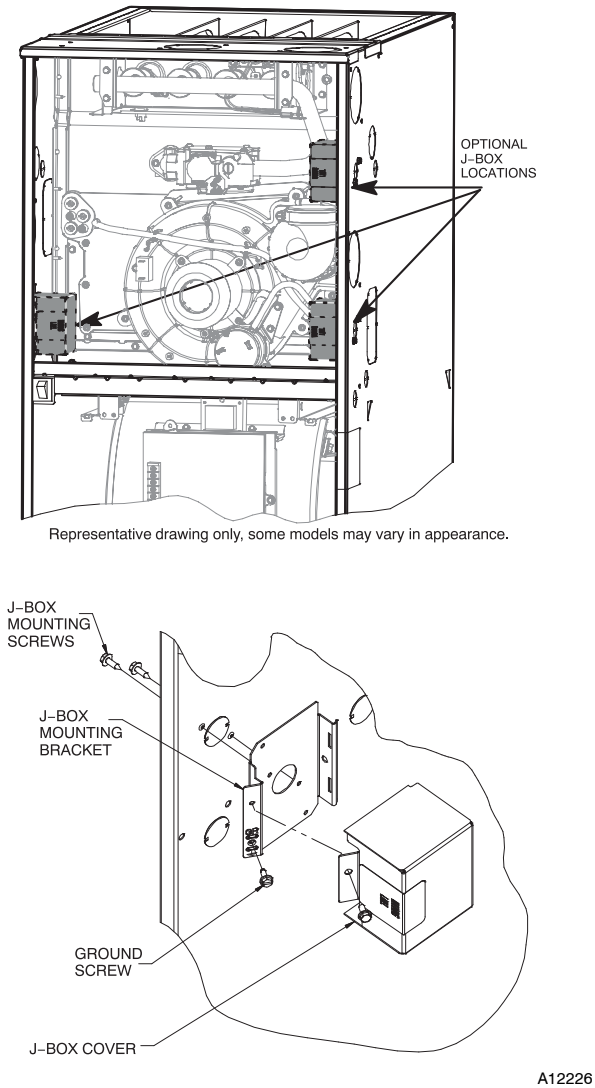

**Fig. 30 - Installing J-Box (When Used) Appearance May Vary**
The J-Box cover, mounting bracket and screws are shipped in the loose parts bag included with the furnace. The J-Box can be mounted on the left or right side of the casing, as viewed from the upflow position. See Fig. 30.
Align the J-box mounting bracket against the inside of the casing and secure the mounting bracket with the screws. See Fig. 30.
6. Connect field ground wire and factory ground wire to green ground screw on J-Box mounting bracket as shown in Fig. 30.
1. Install J-Box mounting bracket to inside of furnace casing. See Fig. 30.
5. Connect field ground wire and factory ground wire to green ground screw on J-Box mounting bracket as shown in Fig. 30.
7. Attach furnace J-Box cover to mounting bracket with screws supplied in loose parts bag. Do not pinch wires between cover and bracket. See Fig. 30.
4. Connect field ground wire and factory ground wire to green ground screw on J-Box mounting bracket as shown in Fig. 30.